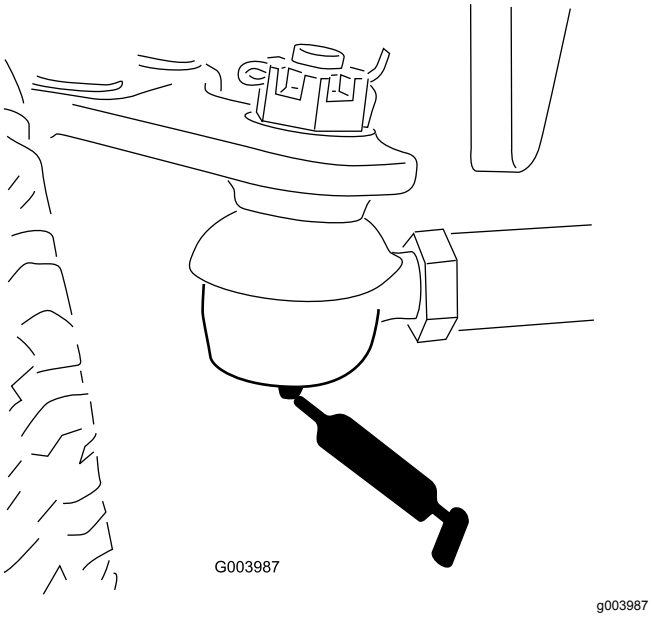

Figur 40
- Bagakslens forbindelsesstang (2) (Figur 40)